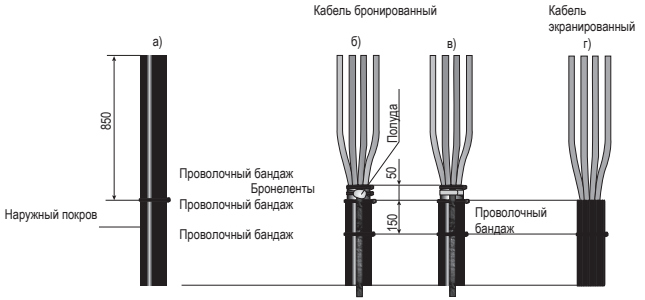

Рисунок 1
4.2 Наложить проволочный бандаж на наружный покров кабеля на длине 850 мм (рисунок 1 а)).
4.4.6 В случае комплекта муфты с ППД установить шину заземления концом без наконечника на бронелентах и закрепить её ППД до полной намотки на кабель (рисунок 1 в)).
4.5 Для экранированного кабеля (рисунок 1 г)):